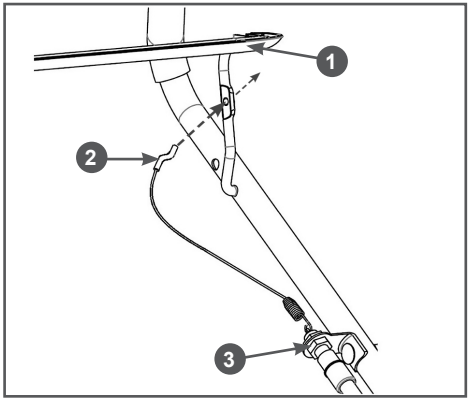

Рис. 5 Установка троса дополнительного выключателя зажигания
6. Подсоедините трос дополнительного выключателя 3 зажигания к рычагу. Для этого вставьте Z-образный наконечник 2 троса в отверстие на рычаге 1 с внутренней стороны рычага (Рис. 5).